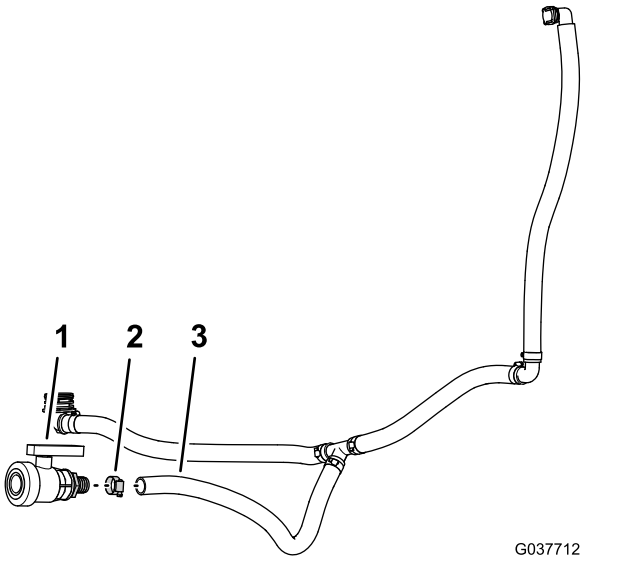

Figura 73
1. Monte el acoplamiento dentado de la válvula de vaciado que retiró en el paso 6 de 5 Retirada de los componentes de desvío, vaciado y agitación (página 15) en la manguera de vaciado (104 cm) del conjunto de mangueras de desvío y vaciado (Figura 73).
2. Sujete la válvula de vaciado a la manguera con la abrazadera (Figura 73) que retiró en el paso 6 de 5 Retirada de los componentes de desvío, vaciado y agitación (página 15).